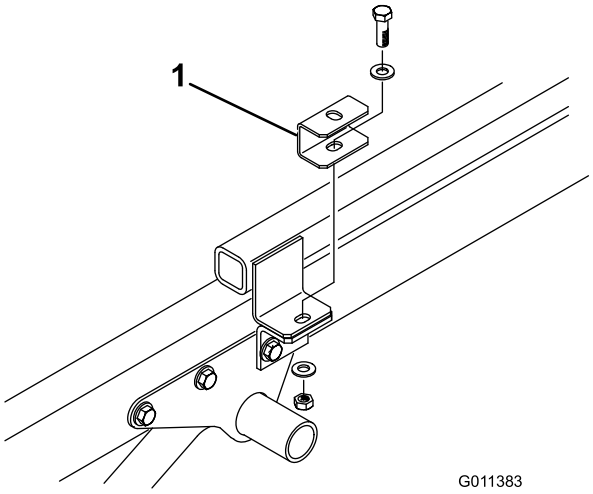

Figuur 7
4. Bevestig een tussenring bovenaan de lippen van het trekhaakframe met de tapbout, (2) platte ringen en borgmoeren die u eerder verwijderd hebt (Figuur 7).